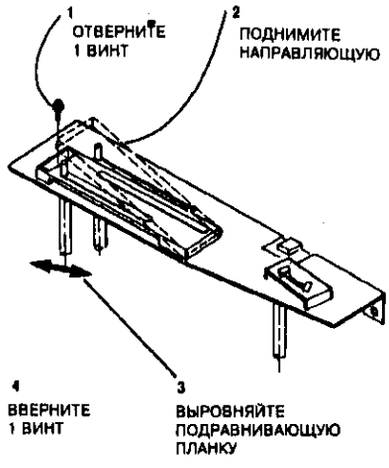

Рисунок 3. Регулировка положения верхнего конца задней подравнивающей планки
2. (Рисунок 3) Поднимите верхнюю направляющую задних подравнивающих планок. Выровняйте верхний конец подравнивающей планки по стрелке на верхней направляющей задних подравнивающих планок.